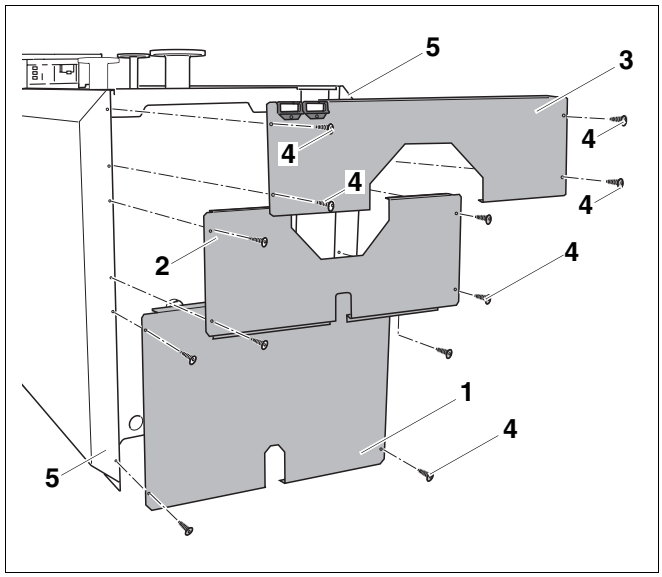

Рис. 36 Монтаж элементов задней стенки
- Закрепить нижний элемент задней стенки (рис. 36, **поз. 1**) 4 винтами (рис. 36, **поз. 4**) к нижним боковым стенкам (рис. 36, **поз. 5**).
- Установить средний элемент задней стенки (рис. 36, **поз. 2**) на нижний элемент задней стенки.
- Закрепить средний элемент задней стенки 4 винтами (рис. 36, **поз. 4**) к задним боковым стенкам (рис. 36, **поз. 5**).
- Установить верхний элемент задней стенки (рис. 36, **поз. 3**) с отбортовкой на средний элемент задней стенки (рис. 36, **поз. 2**) и задвинуть в вырезы боковых крышек котла.
- 2 винта (рис. 36, **поз. 4**) вставить вверху через задние стенки, задние боковые стенки, боковые траверсы и затянуть.
- Соединить внизу задние и боковые стенки 2 винтами (рис. 36, **поз. 4**).